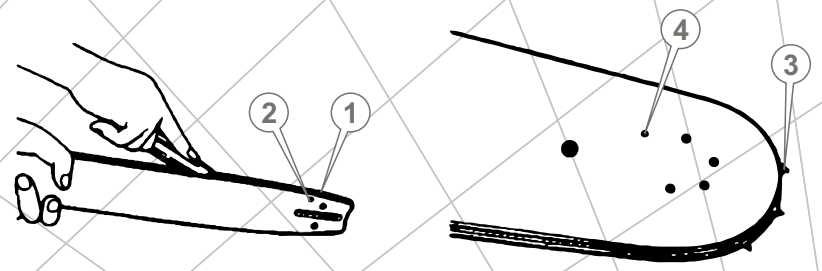

Рис. 28
1. Удалите опилки и грязь из желоба шины, масляных отверстий и ведомой звездочки (см. рис. 28).